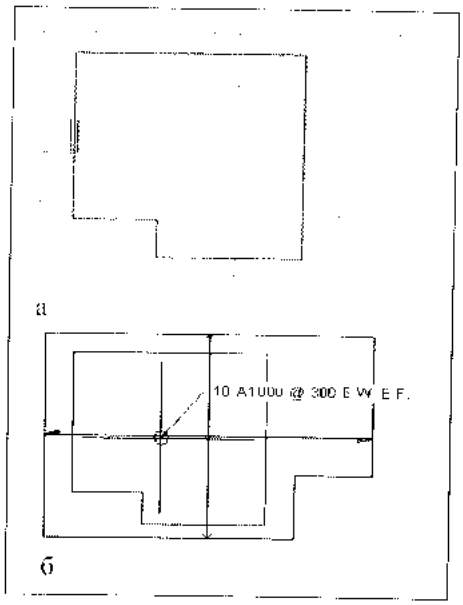

Рис. 43.16. *Армирование по площади с использованием эскиза*
- если нужно задать произвольный контур зоны, выбрать на ленте в разделе **Draw** команду **Rebar Line** (Линия арматуры). Затем, используя в том же разделе инструменты рисования, построить замкнутый контур, ограничивающий необходимую площадь (рис. 43.16,а). Сегмент зоны армирования по площади, ориентированный в главном направлении, обозначен параллельными линиями. По умолчанию в качестве сегмента, определяющего главное направление, выбирается первый из сегментов, нарисованный как отрезок;
4. Завершить процедуру размещения, выбрав на ленте в разделе **Area Reinforcement** команду **Finish Area**. Обозначение и марка армирования по площади разместятся в центре зоны армирования по площади (рис. 43.16,б).